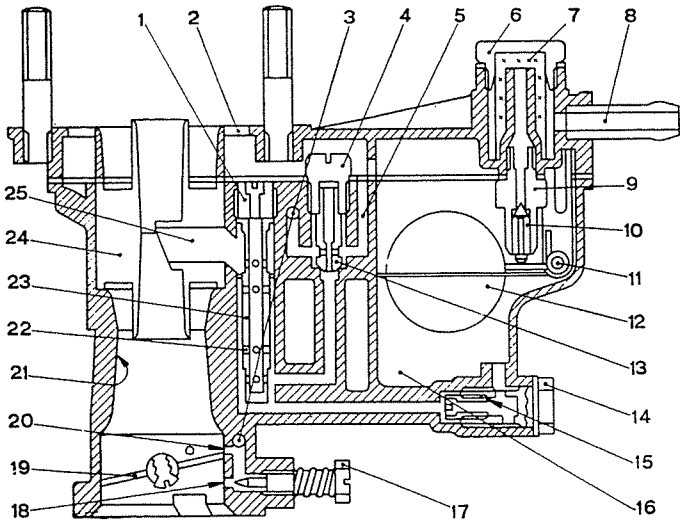

Abb. 114.
Aus dem schematischen Schnitt (Abb. 114) ist ersichtlich, dass die von oben her eintretende Verbrennungsluft zunächst durch den Nebenlufttrichter (24) strömt, wo sie sich mit dem durch das Austrittsrohr (25) abgesaugten Kraftstoff mischt, um dann, nach Durchgang durch die Einschnürung des Lufttrichters (21) und die von der Drosselklappe (19) freigelassene Spalte, in die Zylinder zu gelangen.